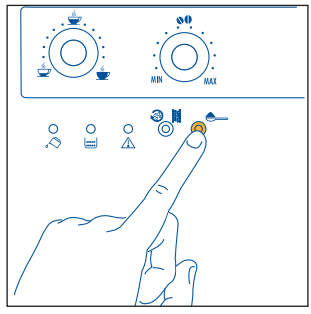

Fig.18
1. Appuyez sur la touche pour sélectionner la fonction café prémoulu (fig. 18). Le voyant dans le bouton s'allume pour indiquer que la fonction a été sélectionnée et que le fonctionnement du moulin à café est coupé.